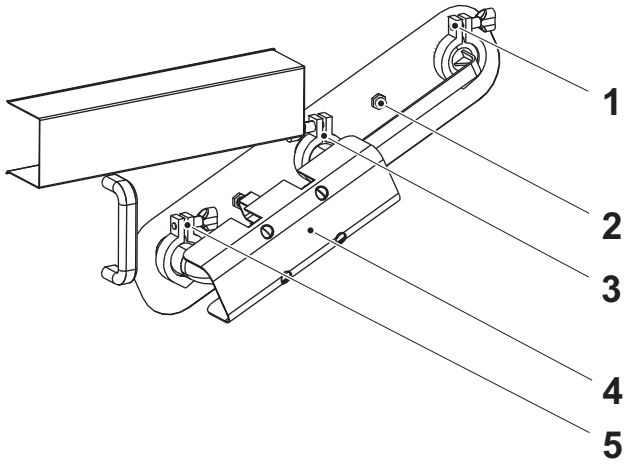

Fig 2 Posición de producción
a) Conectar el tubo (4) para la producción.
b) Retirar las abrazaderas (1), (3) y (5).
d) Girar el tubo como se muestra en la Fig 2, Posición de producción. Comprobar que las guarniciones están en sus posiciones.